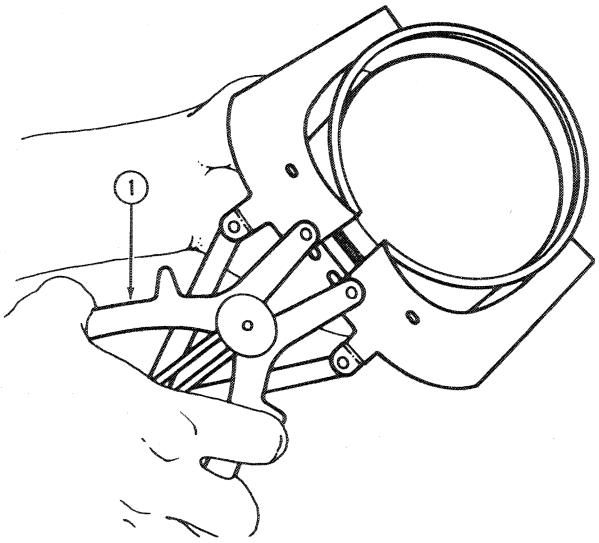

FIGURE 1-81
6. Using a suitable ring expander tool, remove the rings from the piston, Figure 1-81.